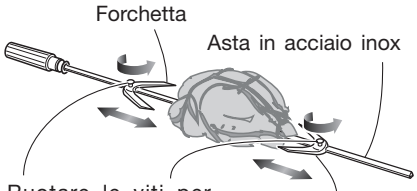

Fig. 3.3
2. **Bloccare la carne da cuocere** (fig. 3.3).